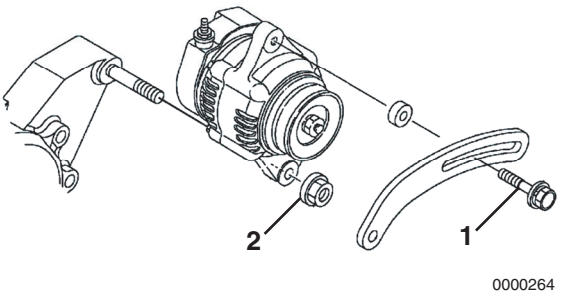

Figure 11-4
3. Remove the V-belt adjuster from the alternator bolt **(Figure 11-4, (1))**.
4. Remove the nut **(Figure 11-4, (2))** from the gear case stud. Remove the alternator.